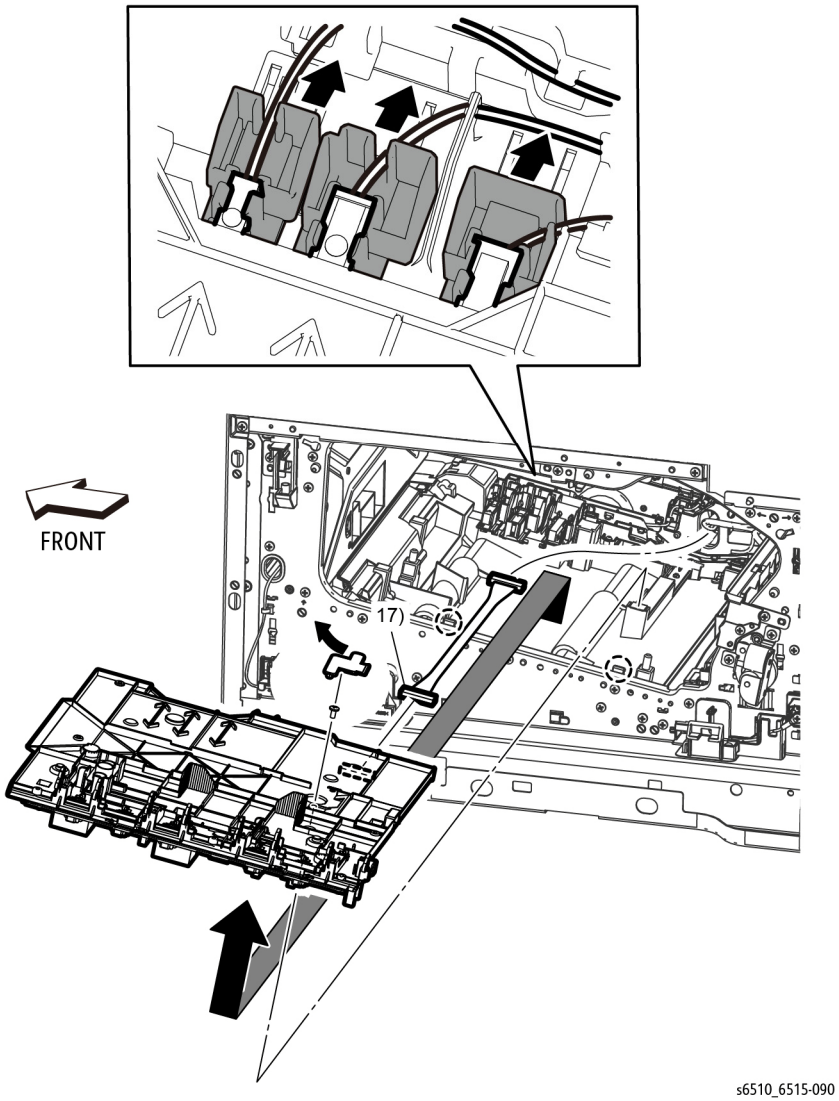

Figure 1 Remove the HVPS Guide Assembly (SFP)
8. Refer to Figure 1 to remove the HVPS Toner Cover, REP 18.6.3.
9. Refer to Figure 1 to remove the screw (silver, M3x6mm) located under the HVPS Toner Cover.
10. Refer to Figure 1 to push the faston plug holders in the direction of the arrows to disconnect the faston plugs from their terminals (P/J501, P/J502, T601).
11. Refer to Figure 1 to unplug the connector (P/J101) from the HVPS Guide Assembly.
12. Refer to Figure 1 to release the two hooks and remove the HVPS Guide Assembly in the direction of the arrow.